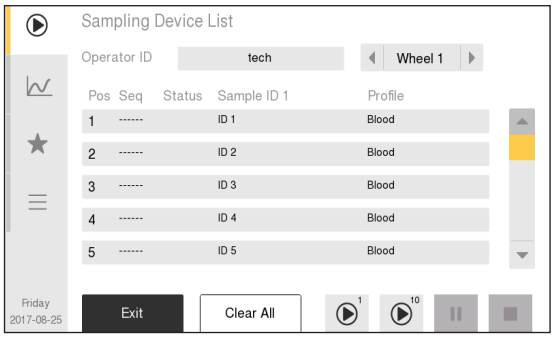

Figure 45: Pre-Sample Analysis
- Sample Status has six indicators, see *figure 45*.